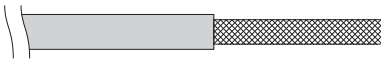

Afb. 4-9
(1) Verwijder de isolatie en weer voorzichtig dat u de gevlochten afscherming niet beschadigt. (Afb. 4-9)